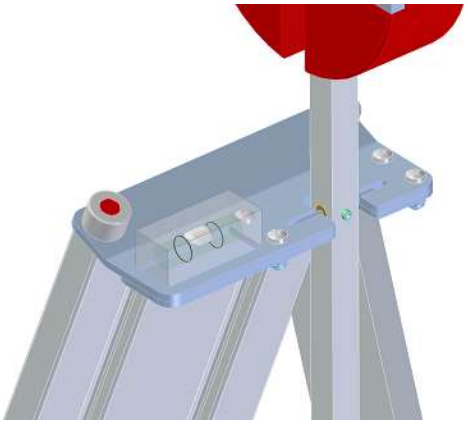

Fig. 2: Lagerplatte mit eingehängter Pendelstange
- Pendel mit zwei Händen fassen und sorgfältig in die Lagerplatte einhängen (siehe Fig. 2).